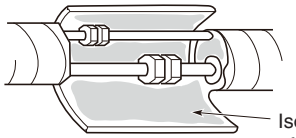
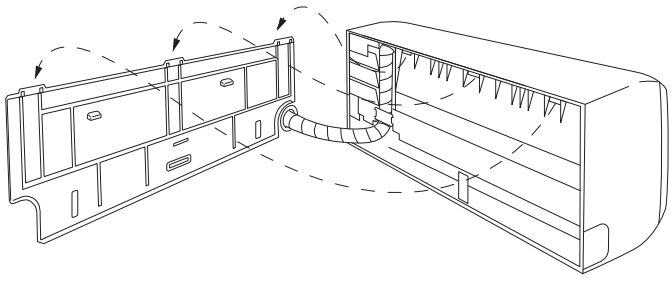

Fig. 3-26
Fig. 3-25
(2) Empurre a cablagem, tubagem do refrigerante e tubo de drenagem através da abertura na parede. Ajuste a unidade interior de modo que fique montada firmemente no painel traseiro. (Fig. 3-25)
(3) Dobre cuidadosamente a tubagem (se necessário) para que passe ao longo da parede na direcção da unidade exterior e, em seguida, isole-a com fita em toda a sua extensão. O tubo de drenagem deve descer em linha recta na parede, até um ponto em que o escoamento da água não manche a parede.
(4) Ligue a tubagem do refrigerante à unidade exterior. (Depois de realizar um teste de fuga no local de ligação, isole-o com o isolamento de tubagem. (Fig. 3-26)).